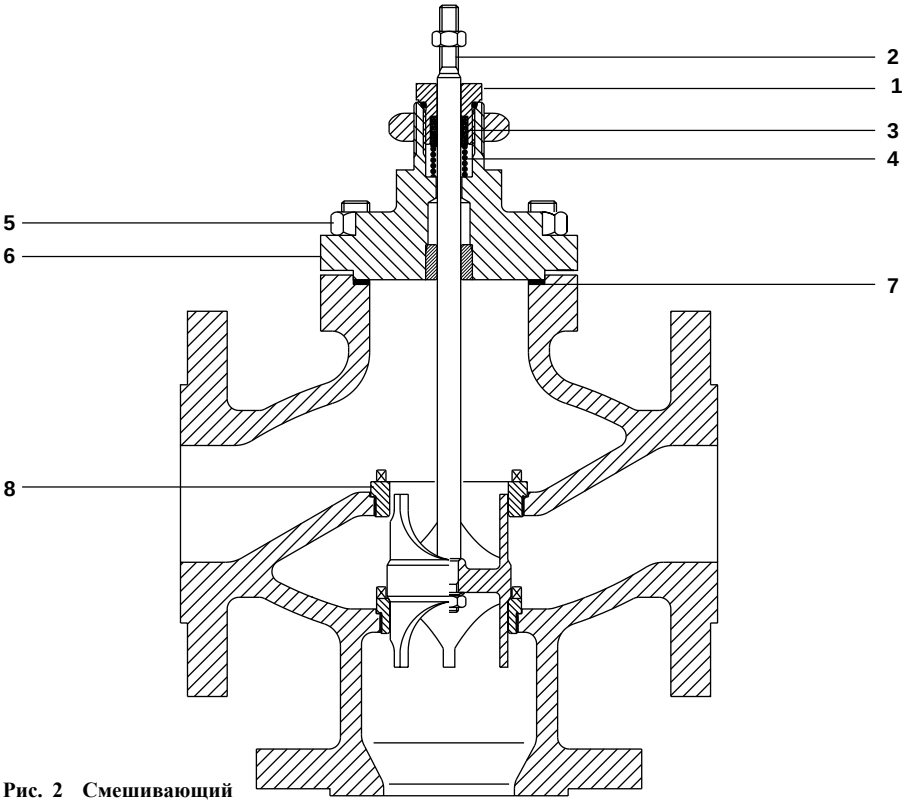

Рис. 2 Смешивающий
4.3.2 Смешивающие клапаны (Рисунок 2)